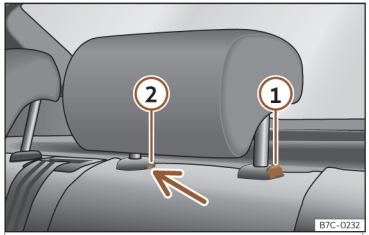

Abb. 105 Kopfstützen hinten: Ausbau.
- Drücken Sie die Taste››› Abb. 105 ① und gleichzeitig mit einem Schlitzschraubendreher (Breite max. 5 mm) in die Öffnung der Verriegelung ② und ziehen Sie die Kopfstütze heraus.